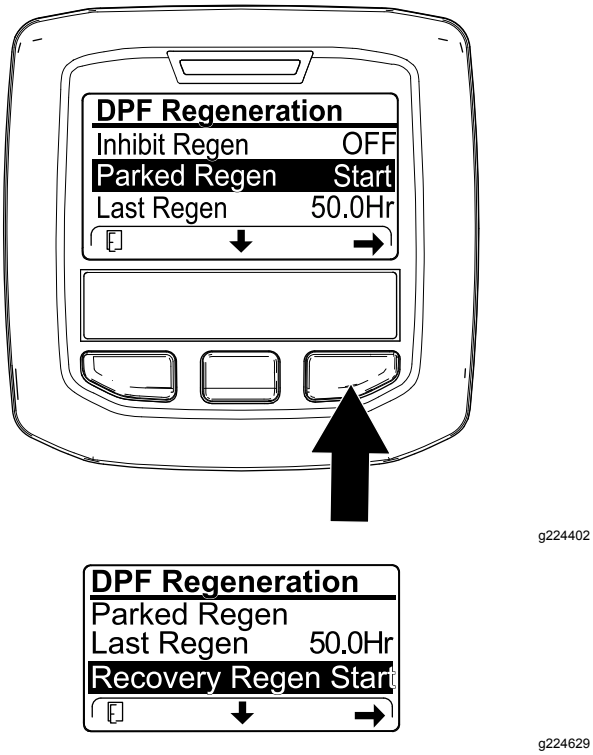

Figur 55
1. Gå till menyn för DPF-regenerering, tryck på mittknappen för att bläddra till antingen alternativet PARKED REGEN START eller RECOVERY REGEN START (Figur 55) och tryck på högerknappen för att starta regenereringen (Figur 55).